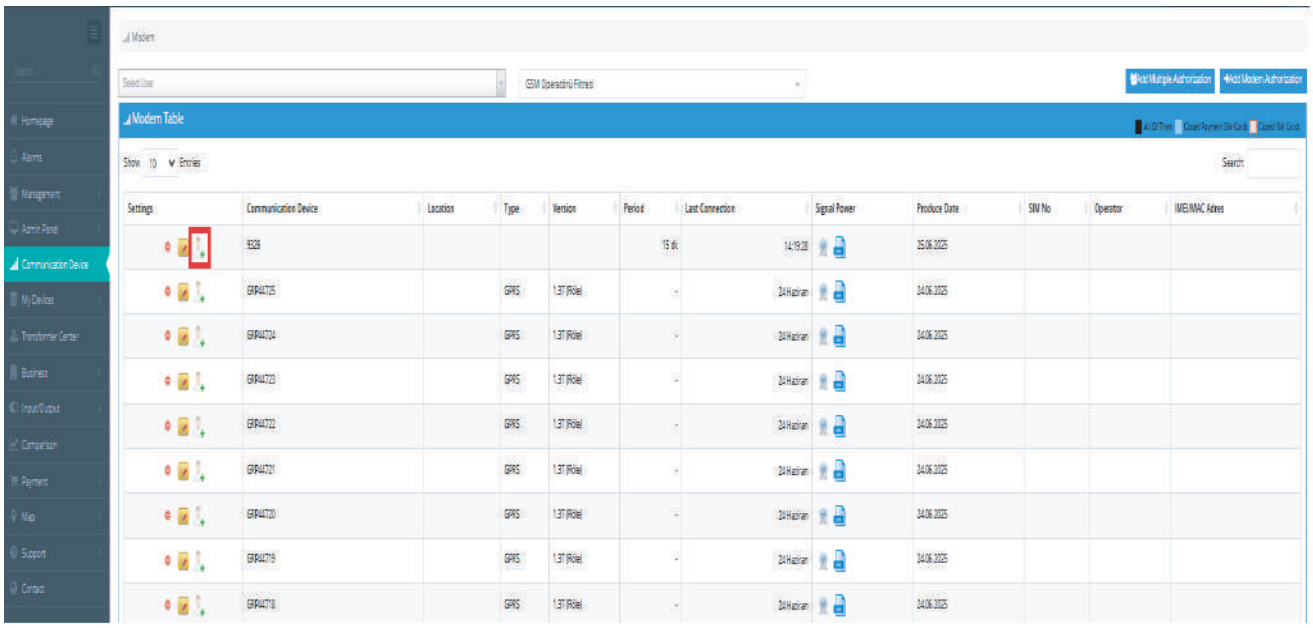

Figure 5.7
9. Click the "Authorization Settings" button to open a screen where you can assign permissions to sub-users you have created. (Figure 5.7)